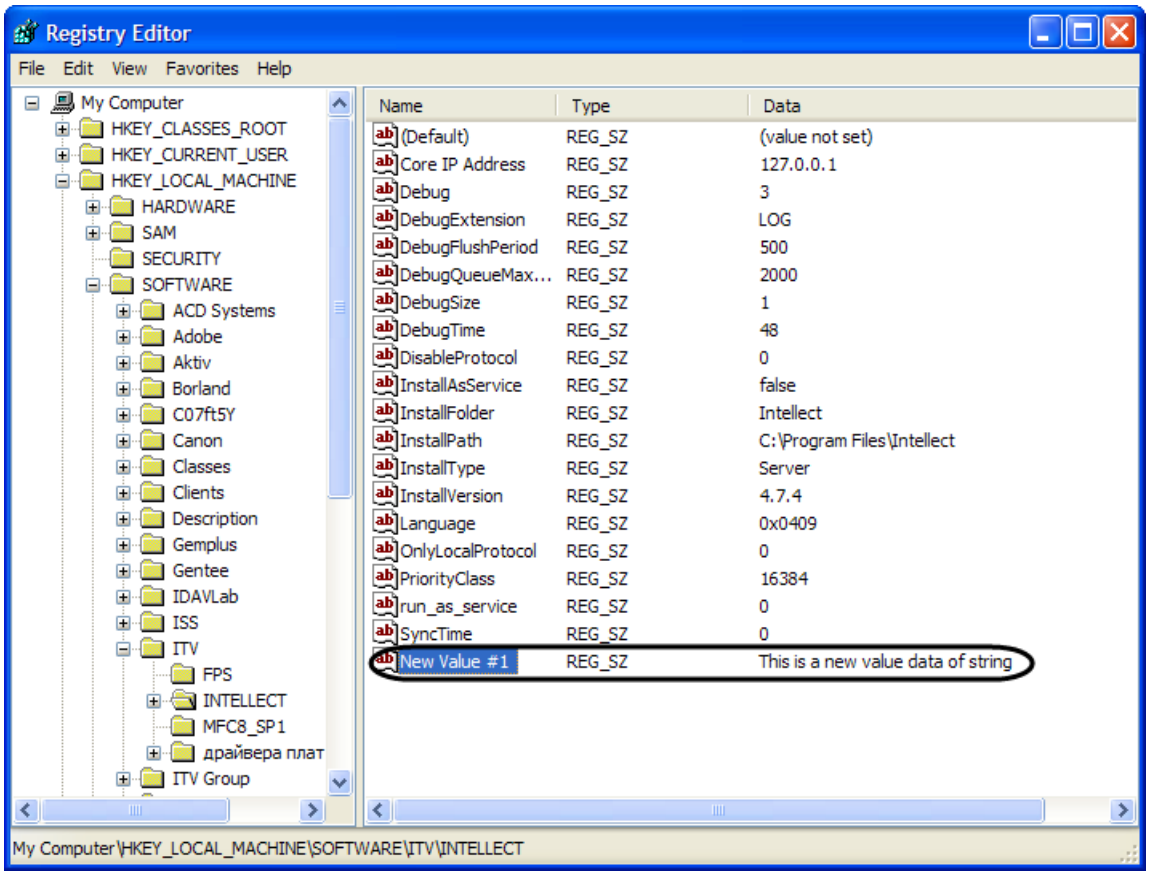

Figure 13.1-14. Selecting the parameter to be modified
3. Select the parameter to be modified (Figure 13.1-14).